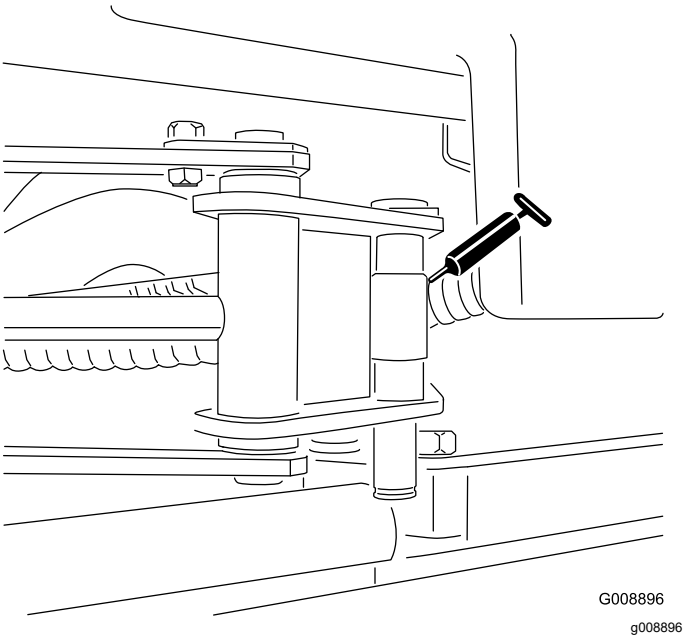

Figur 58
- Sidespolecylinderender (2 fittings; kun model 03171 – Figur 58)